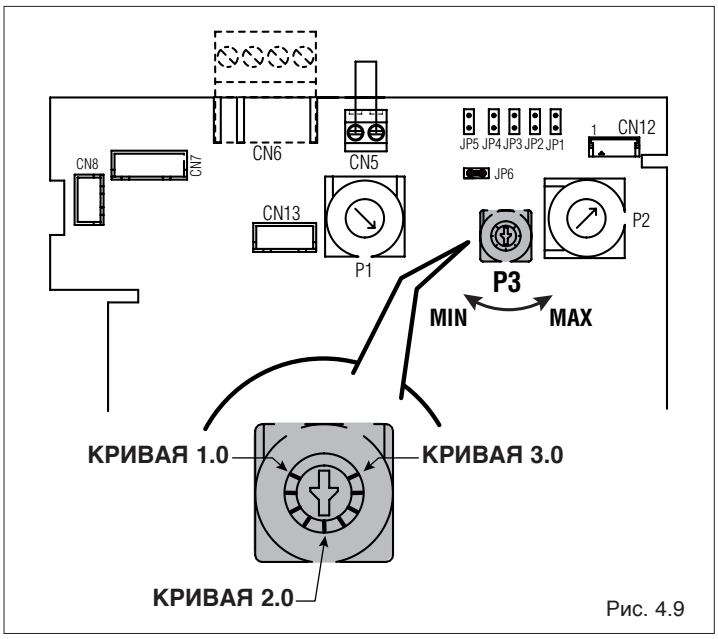
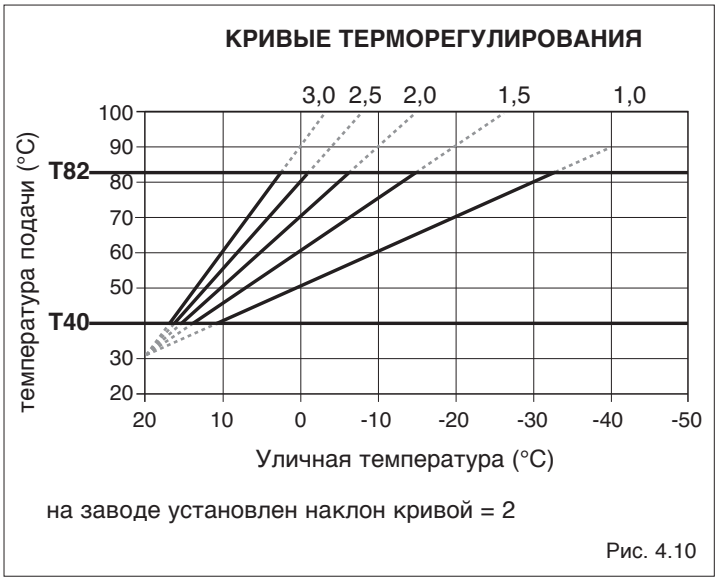
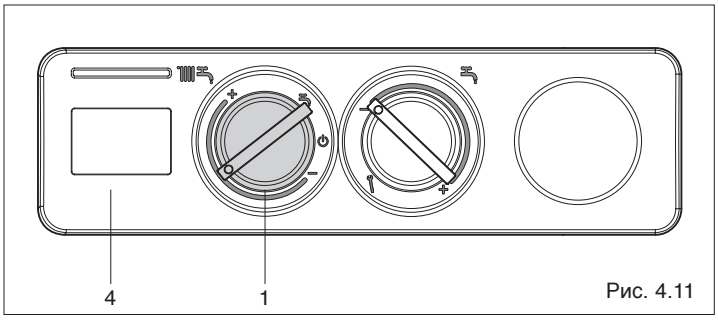

Рис. 4.9
Рис. 4.10
Рис. 4.11
Для изменения заданной кривой терморегулирования в режиме отопления необходимо открыть щиток с приборами (смотри "Электрическое подключение" на странице 15 и последующих) и изменить положение потенциометра (P3, Рис. 4.9).
Кривые терморегулирования можно менять от 1.0 до 3.0. В качестве примера на Рис. 4.9 потенциометр установлен на значение 2.0). График зависимости заданной температуры в подающем трубопроводе от наружной температуры приведён на Рис. 4.10 он приведён для заданной температуры котла 20°C, когда переключатель (1, Рис. 4.11) находится в промежуточном положении.
На одной и той же кривой терморегулирования и для той же самой наружной температуры, в случае необходимости, можно изменять заданную температуру котла с помощью переключателя функций (1, Рис. 4.11). При повороте переключателя (1, Рис. 4.11), на дисплее (4, Рис. 4.11) отображается заданная температура воды в подающем трубопроводе, которая зависит от наружной температуры, от заданной температуры котла и от выбранной кривой погодозависимого терморегулирования. После того как переключатель будет отпущен, через несколько секунд снова начнёт отображаться текущая температура котла.
Когда переключатель режимов работы находится в промежуточном положении (1, Рис. 4.11) не происходит корректировки заданной температуры воды в подающем трубопроводе, показанной на Рис. 4.10. Если возникнет необходимость изменить заданную температуру воды в подающем трубопроводе, для того чтобы повысить комфорт в помещениях, можно внести следующие корректировки:
- при повороте переключателя (1, Рис. 4.11) в сторону «-», заданная температура в подающем трубопроводе уменьшится;
- при повороте переключателя (1, Рис. 4.11) в сторону «+», заданная температура в подающем трубопроводе увеличится.